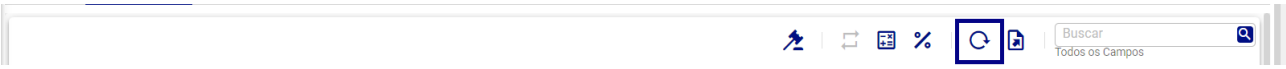

Figura 311: Atualizar
- **Atualizar (Figura 311):** Recarrega os dados exibidos na tela.